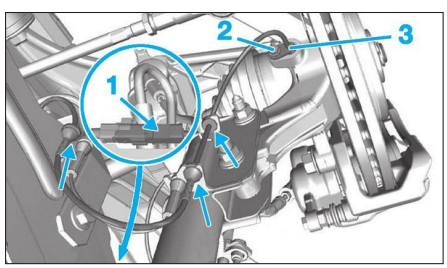

**Fig. 24**
• Débrancher le connecteur (1).
• Dégrafer le faisceau du capteur de roue avant (flèches) **(Fig.24)**.
• Déposer la vis (2) puis le capteur de roue avant (3).